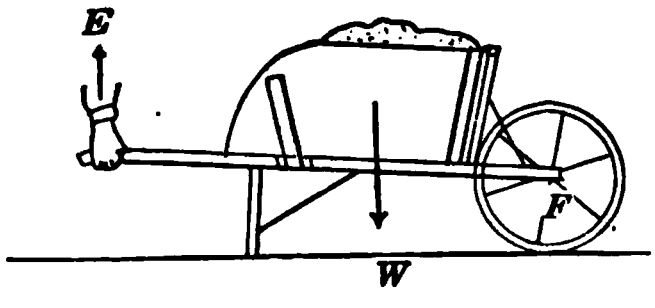

Fig. 14. A wheelbarrow is a lever with the fulcrum at the axle of the wheel.
18. A lever with the fulcrum at one end. When a wheelbarrow is used to carry a heavy weight (Fig. 14), we have a lever with the fulcrum F located at one end. The same principle is involved as in the levers just discussed. There are two tendencies at work which must balance; namely, the tendency of the weight W to tip the lever down and the tendency of the effort E or pull
6. The handles of a wheelbarrow (Fig. 14) are 4 feet 6 inches from the axle, and the load of 200 pounds can be considered as 18 inches from the axle. How much effort must be exerted to raise the handles?